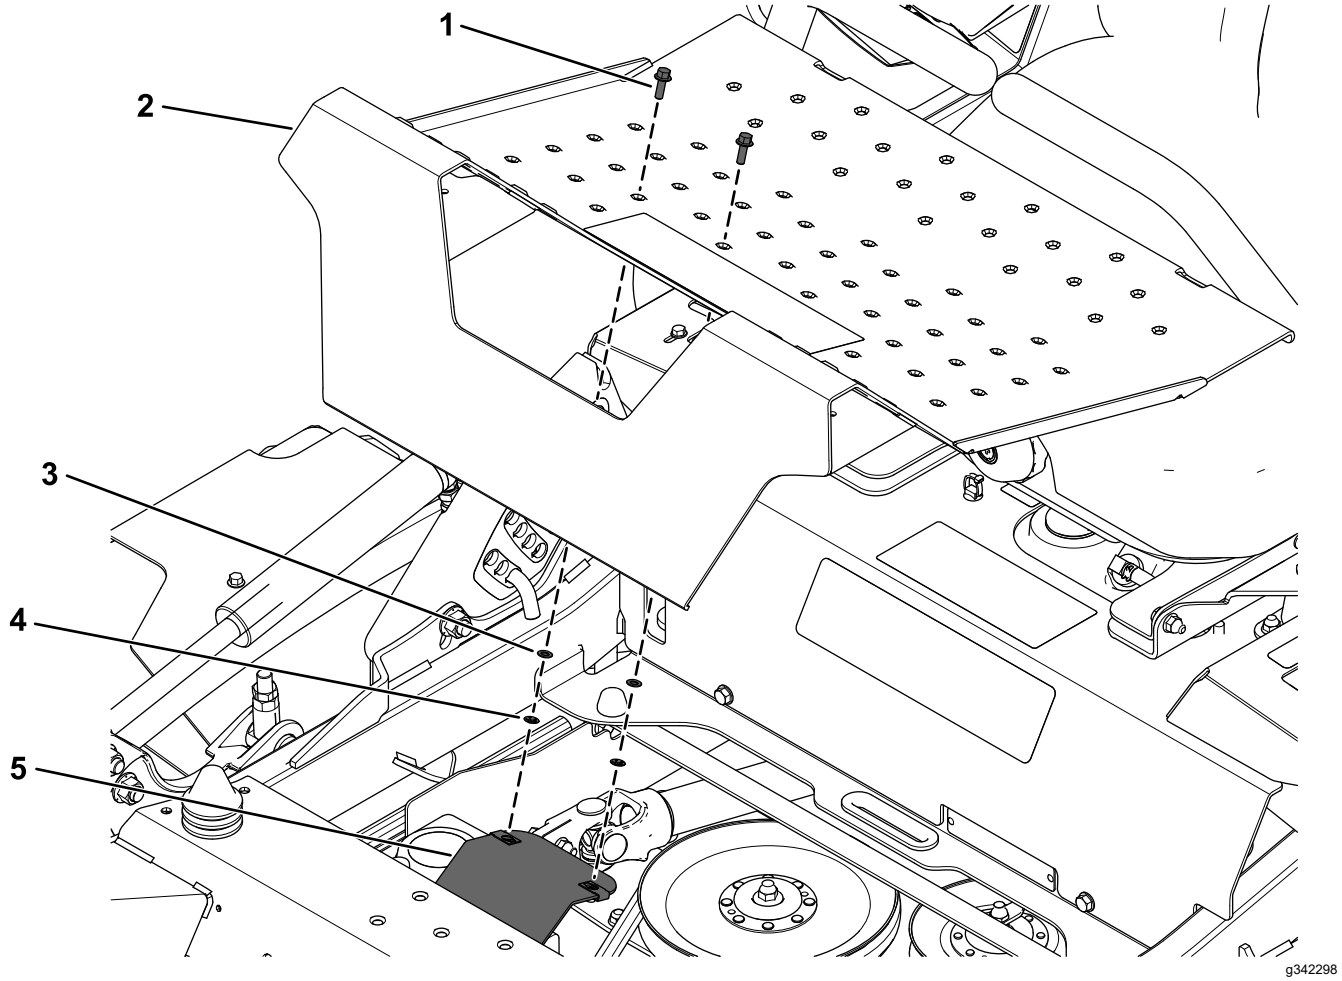

Figur 28
2. Montera fotplattan som du tog bort tidigare med hjälp av fästmodulen, två flänsskruvar (¼ x ¾ tum), två planbrickor och två tryckmuttrar (Figur 28).